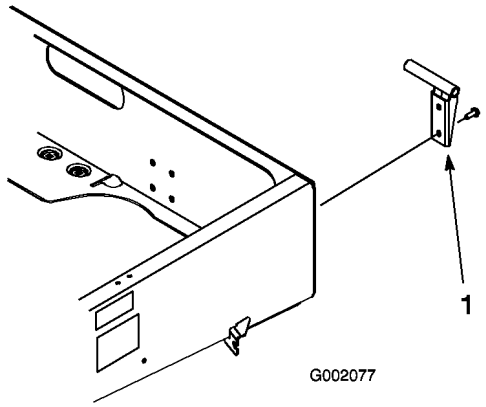

Figur 8
2. Montera vänster tappfäste på ramens bakre vänstra hörn med två huvudskruvar med fläns (3/8 x 1 tum). Placera fästet så som det visas i Figur 8.